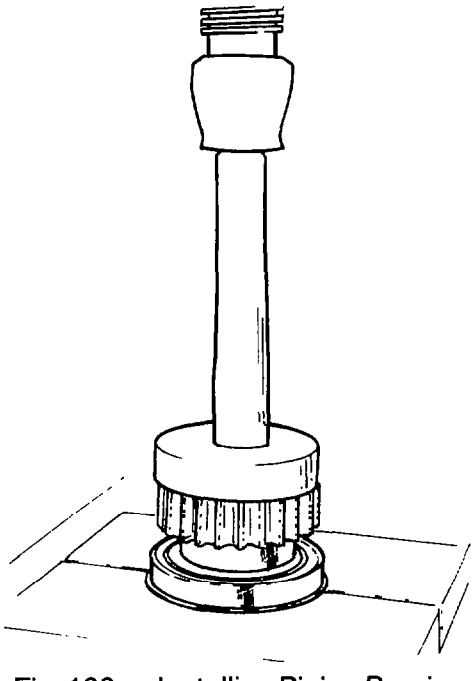

Fig. 188 — Installing Pinion Bearing
b. Stand the pinion on the gear end and install the pinion bearing with the outer race snap ring towards the pilot end of pinion (see fig. 188).